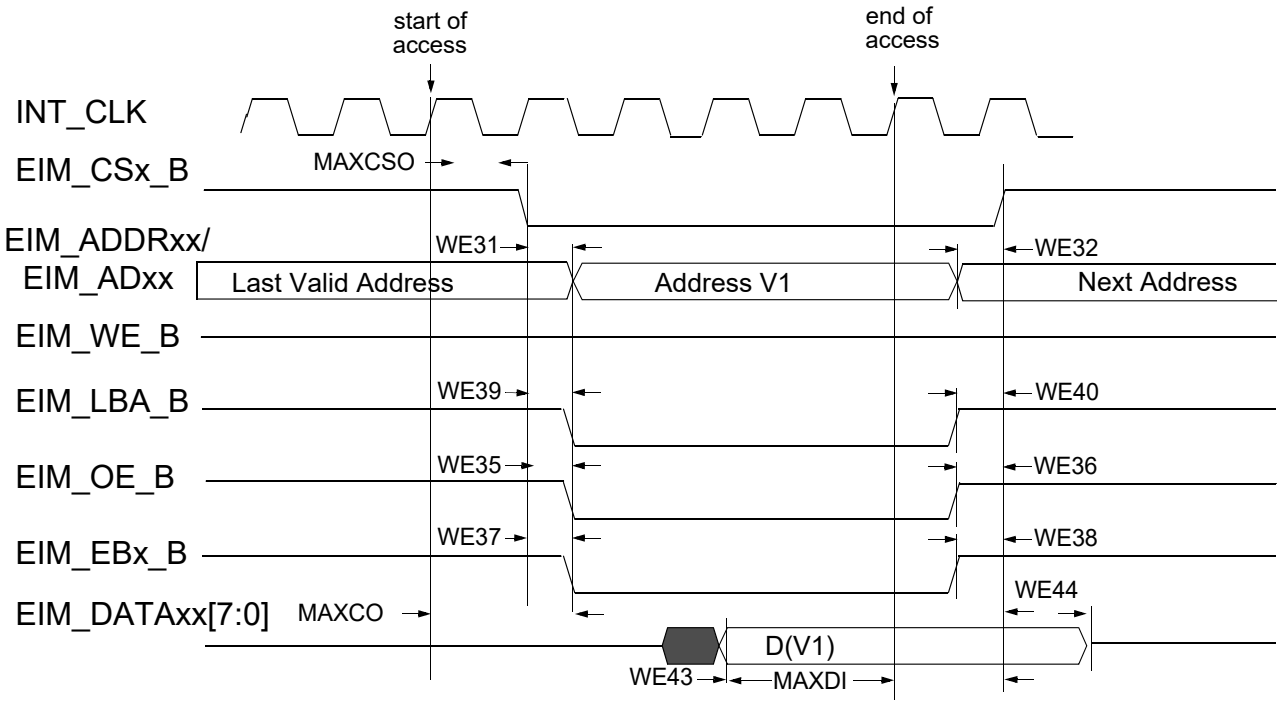
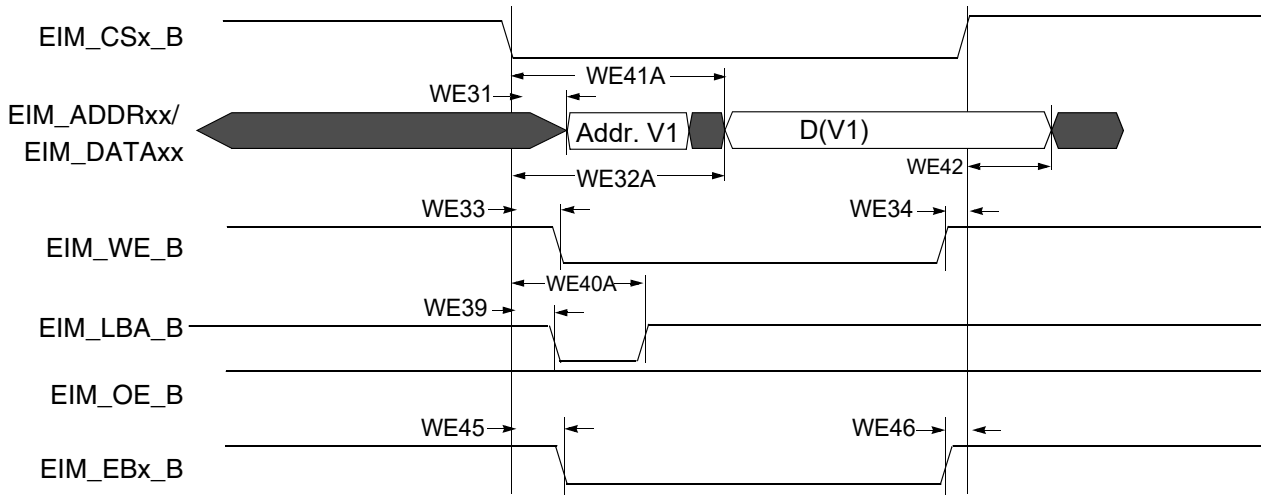
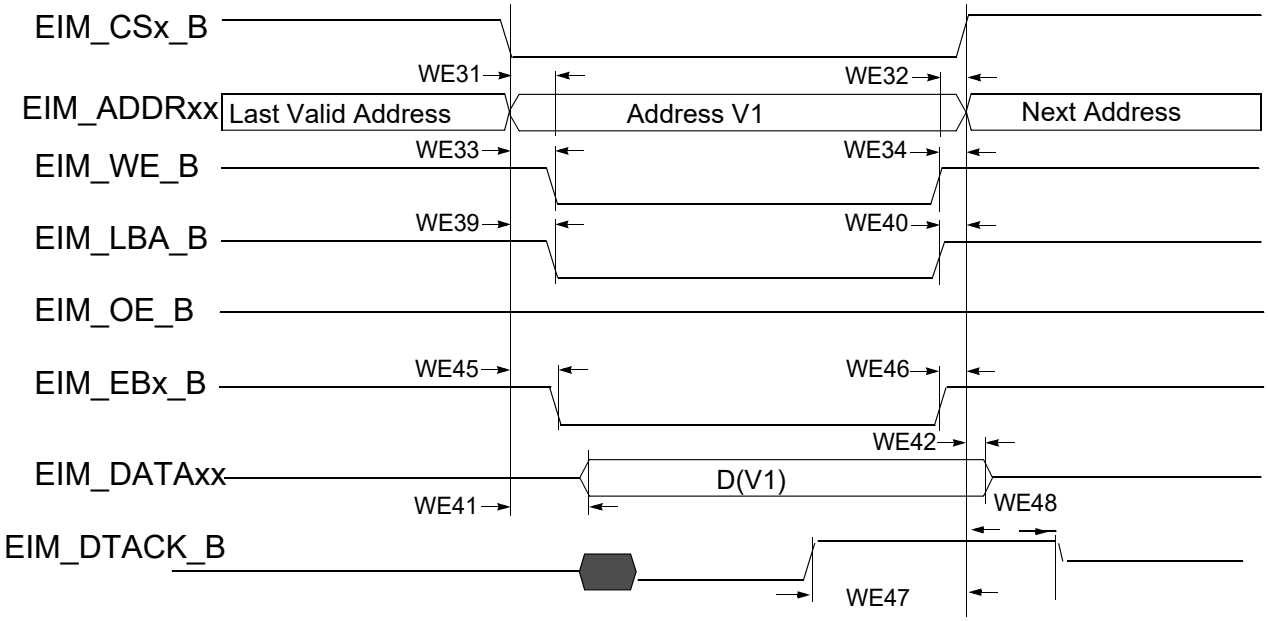

Figure 16. Asynchronous Memory Read Access (RWSC = 5)
Figure 19. Asynchronous A/D Muxed Write Access
Figure 21. DTACK Mode Write Access (DAP=0)
Figure 16 through Figure 21, and Table 45 help you determine timing parameters relative to the chip select (CS) state for asynchronous and DTACK EIM accesses with corresponding EIM bit fields and the timing parameters mentioned above.
Asynchronous read and write access length in cycles may vary from what is shown in Figure 16 through Figure 19 as RWSC, OEN and CSN is configured differently. See the *ii.MX 6SoloX Applications Processor Reference Manual* (IMX6SXRM) for the EIM programming model.